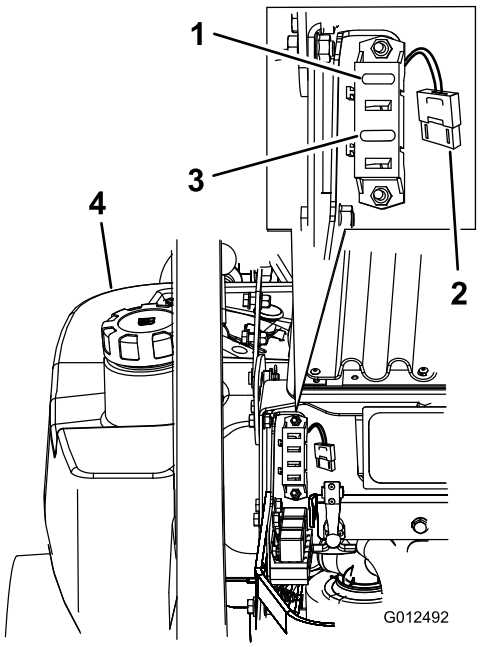

Figur 59
1. Løsn motorhjelmen, og hæv den for at få adgang til sikringsholderen (Figur 59).
3. Isæt en ny sikring (Figur 59).